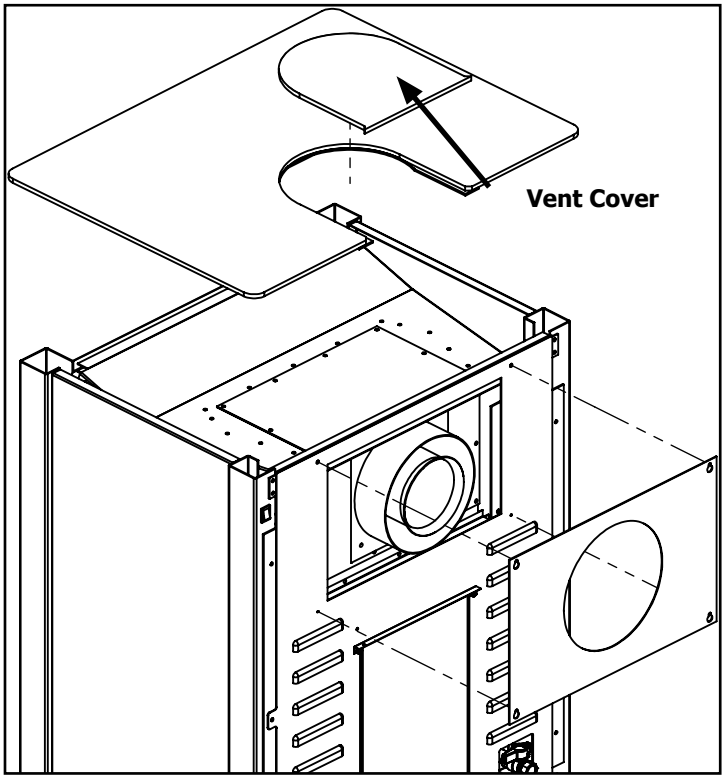

**Figure 20. Vent Conversion - Step 4**
**Step 4:** Re-install the Plate Top. Re-install the back plate and tighten the four retaining screws. Finally, install the vent cover supplied with the S20 as shown in Figure 20.